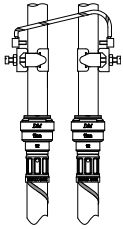

Fig. 9
4.15 **Adjacent pipes:** Adjacent suction and delivery pipes should be fitted with earthing clamps and connected with earthing wire size 4 mm^2 (Fig. 9).